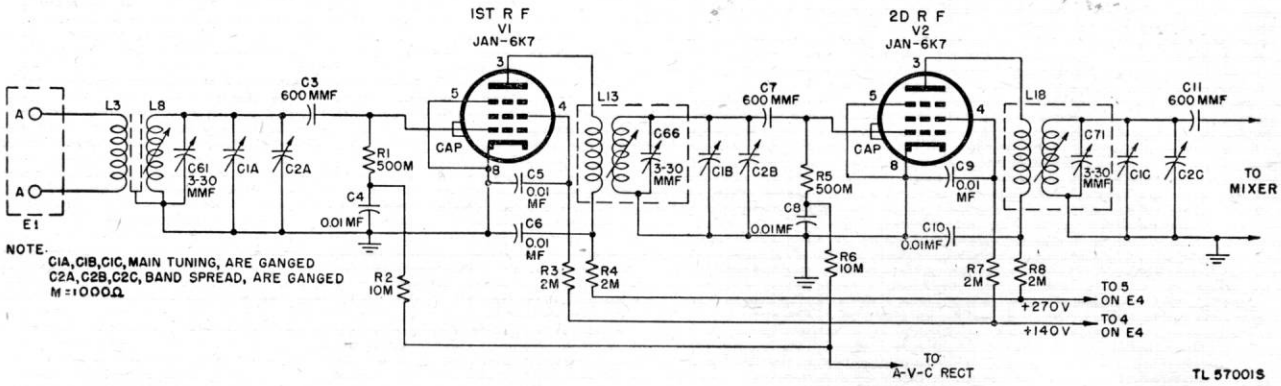
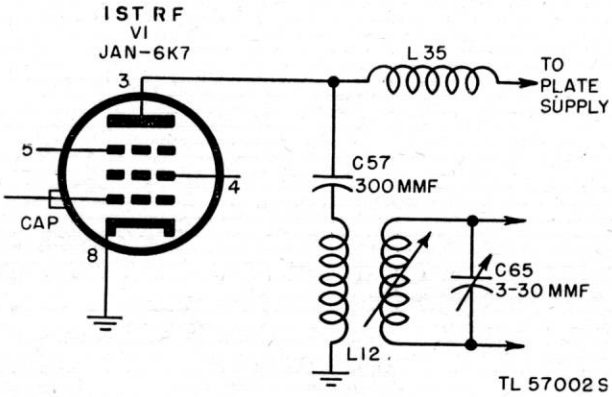

Figure 25. Radio Receiver BC–779–B, functional diagram of r-f amplifier.
Figure 26. Radio Receiver BC-794-B, functional diagram of 1st r-f stage.
59. R-F Amplifier (fig. 25)
For simplicity, only the circuits for the 2.5- to 5.0-mc band are shown and the band switching arrangement is omitted from figure 25. The band switching circuits are discussed in paragraph 68.
c. Differences in R-F Circuits. (1) *Plate supply.* In Radio Receivers BC–779–(*), BC–1004–(*), and R–129/U, plate voltage is series-fed through resistance-capacitance (R–C) decoupling circuits and the r-f transformer primaries (fig. 25). In Radio Receiver BC–794–(*) plate voltage is shunt-fed by means of choke L35 and 300-mmf capacitor C57 in the first stage, and choke L36 and 300-mmf capacitor C58 in the second stage (figs. 26 and 57). This method was chosen to keep plate voltage off the tuned impedance interstage coupling circuits L49, C99, and L50, C100, of the 20-40-mc band. Decoupling filters R4, C6, and R8, C10, are not included.